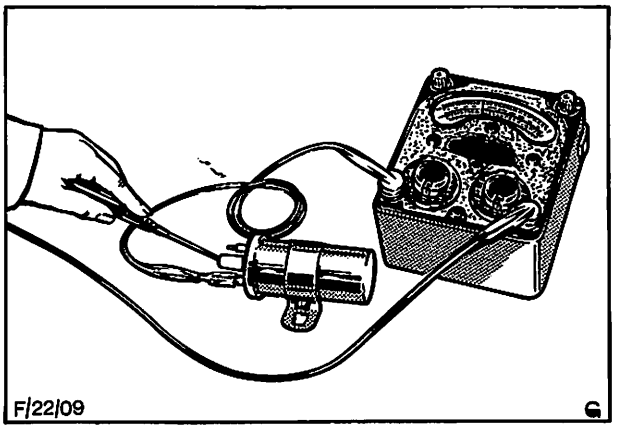

Abb. 29 Widerstandsmessung des Sekundärkreises der Zündspule. Zur Verdeutlichung ist die Zündspule in ausgebautem Zustand abgebildet.
b) Sekundärstromkreis, Abb. 29.